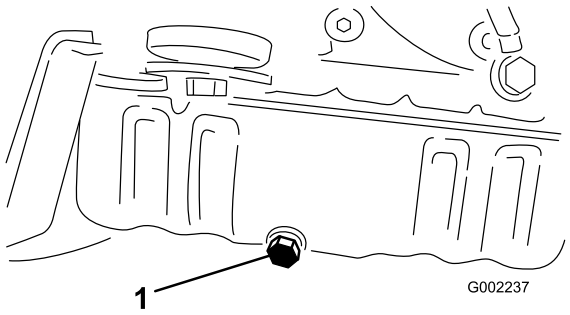

Figur 41
5. Fjern aftapningsproppen (Figur 41).